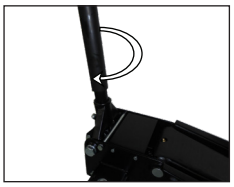

fig 7.
c. Use the handle assembly to twist the release valve clockwise until tight (fig.7). Do not over-tighten.